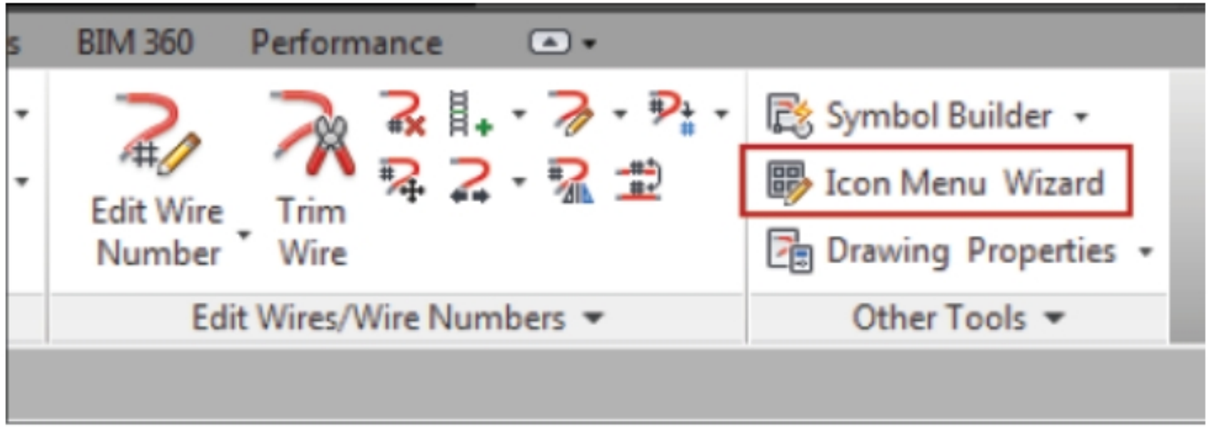
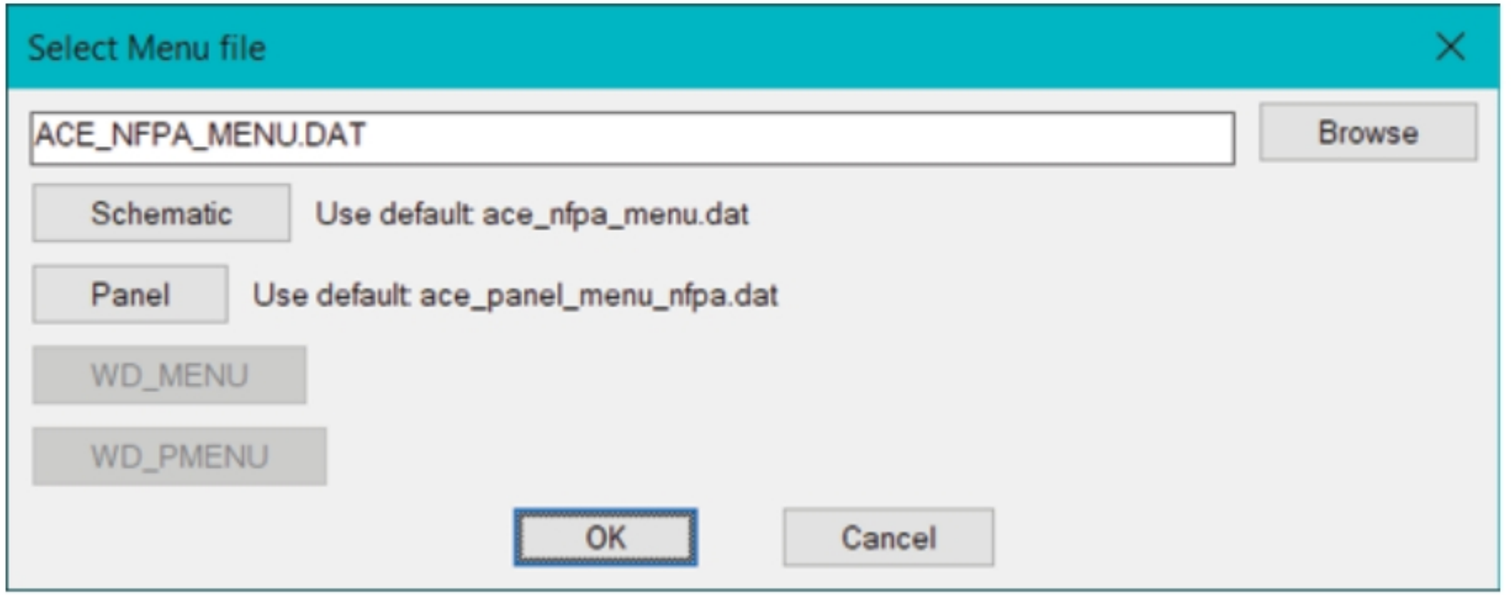

Figure-58. Icon Menu Wizard button
Figure-59. Select Menu file dialog box
- Click on the **Icon Menu Wizard** button from the **Other Tools** panel in the **Schematic** tab of the **Ribbon**; refer to Figure-58. The **Select Menu file** dialog box will be displayed as shown in Figure-59.